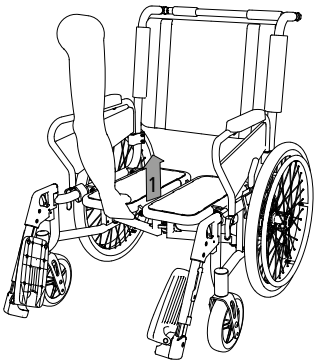

fig. 29
5. Face au fauteuil roulant, tirez l'une des surfaces d'assise vers le haut en la tenant par le milieu. Les surfaces d'assise sont alors légèrement inclinées vers le haut (1, fig. 29).